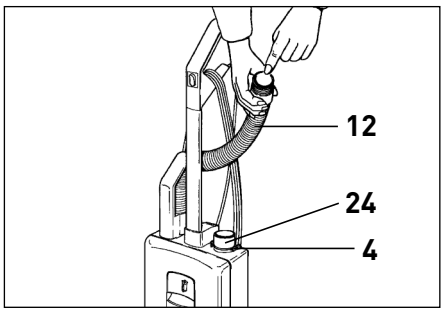

Figure 14
## Blocages dans le Tuyau des Accessoires - Figure 14
Détacher le tuyau des accessoires (12) de l'aspirateur (voir la figure 14) et enlever le couvercle avant (7). Nettoyer le tube de connexion (24) ou l'entrée du sac-filtré (40).